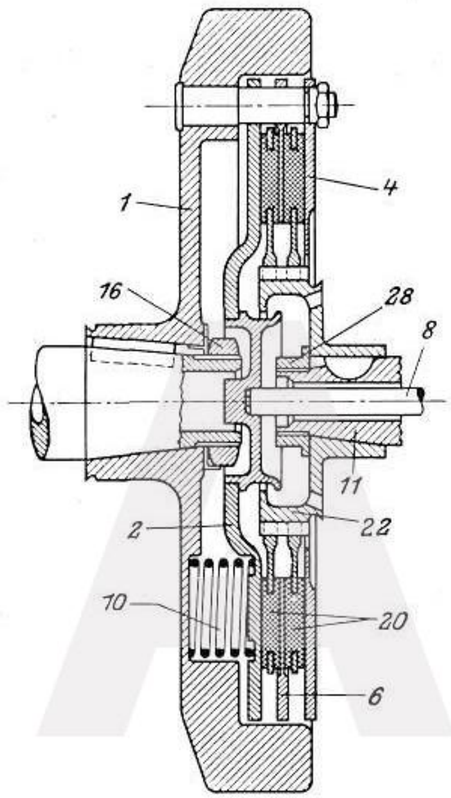

Abb. 14
10. Kupplung: Als Kupplung dient eine in Abb. 14 im Schnitt gezeigte Zweischeiben-Reibungskupplung. Der treibende Teil derselben ist das Schwungrad **1**, das auf dem konischen Zapfen der Kurbelwelle sitzt und mittels Keil und Mutter **16** befestigt ist. Sechs in Vertiefungen des Schwungrades **1** und des Drucktellers **2** angeordnete Kupplungsfedern **10**